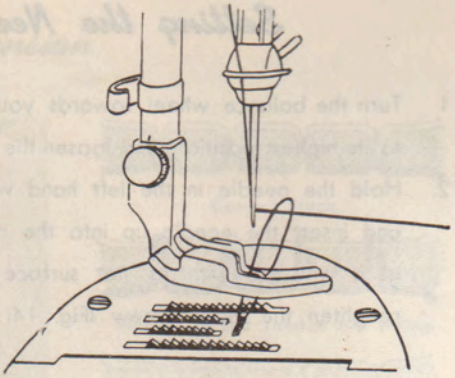

Fig. 12
3. Pull the thread you are holding, and the lower thread will be brought up with it through the hole in the needle plate, as shown (Fig. 12)